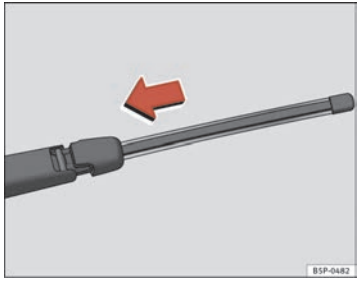

Fig. 170 Fitting the rear window wiper blade
– Place the blade as shown in the ⇒ page 244, fig. 170 and slide the adapter along until it engages.